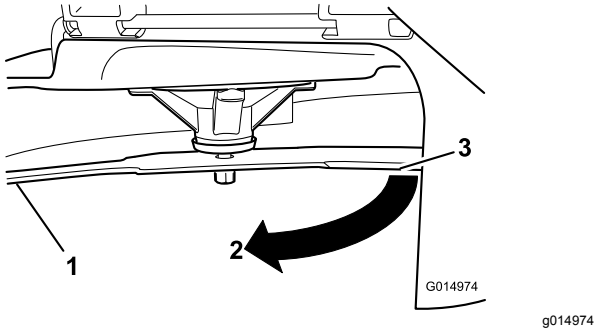

Figuur 105
3. Gemeten afstand tussen mes en de ondergrond (A)
4. Draai hetzelfde mes 180 graden, zodat de maairand aan de andere kant nu in dezelfde stand staat (Figuur 105).